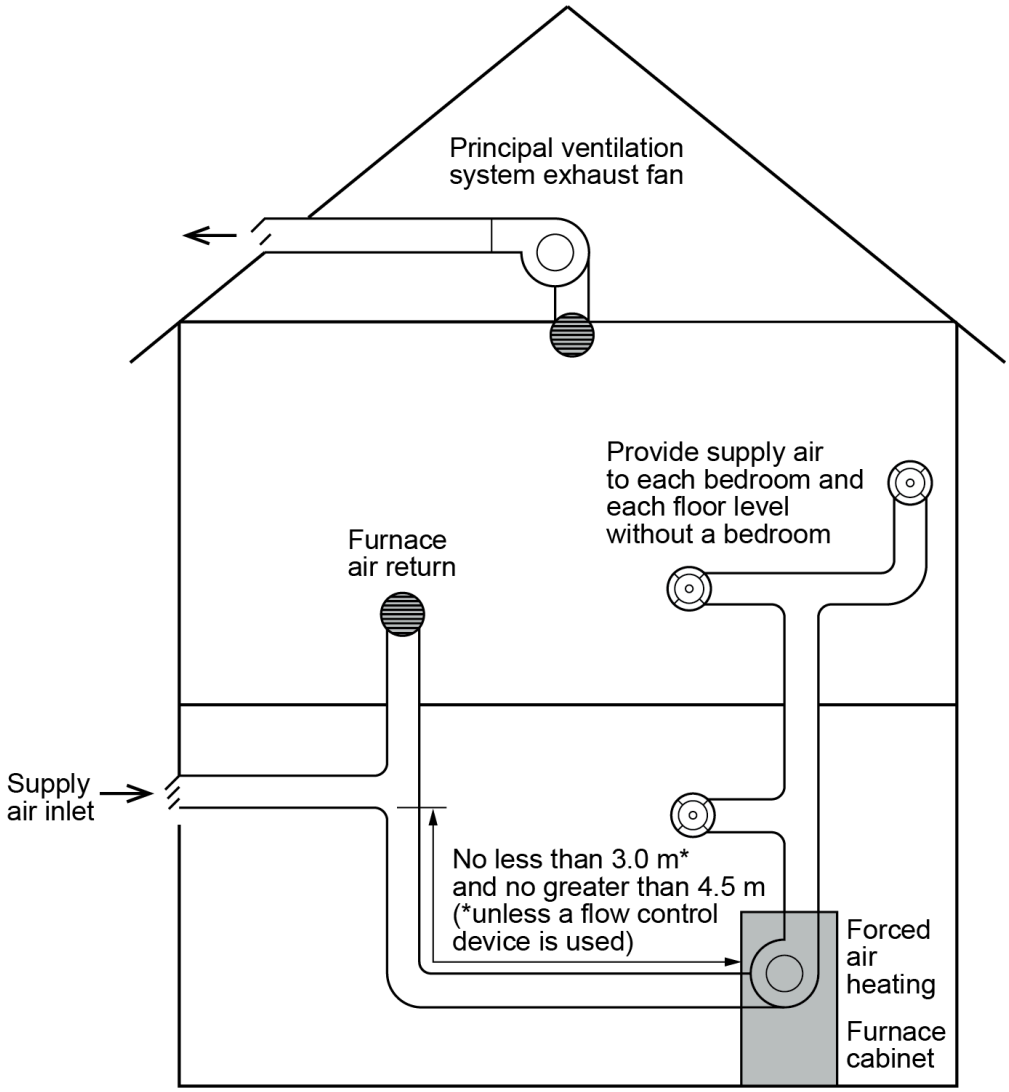

Figure 4 *Simple balanced ventilation system. (Skilled Trades BC, 2021) Used with permission.*
Some residential balanced systems rely upon an exhaust fan to create the building suction needed to draw in outside air. Proper sizing of the return air system and location of the outdoor air inlet connection are critical to ensure that the furnace air-circulating fan does not influence the amount of ventilation air being drawn into the building (Figure 4). If the proportion of cold outside to warm return air is too high, the resulting mixed-air temperature could lead to excessive condensation in the furnace heat exchanger and possible premature failure of the heat exchanger.
A residential mechanical ventilation system has a principal ventilation exhaust fan with an adequate air-flow rate designed to run continuously. The fan size and air-flow rate are based on the number of bedrooms and the floor area of the dwelling. The principal exhaust fan will create a slightly negative pressure (max negative 5 Pa) that draws ventilation air into the building through the outdoor air inlet (Figure 4).
- **Figures 4 and 5** have been modified from **Figure A-9.32.3.4.(2) and Figure A-9.32.3.4.(3)** ***in*** *The British Columbia Gazette* (2014), accessed from the BC Government BC Publications website. These materials contain content derived from information originally made available by the Province of British Columbia at: http://www.bclaws.gov.bc.ca (http://www.bclaws.gov.bc.ca/) and this information is being used in accordance with the King's Printer Licence – British Columbia available at: https://www.bclaws.gov.bc.ca/standards/Licence.html (https://www.bclaws.gov.bc.ca/standards/Licence.html). They have not, however, been produced in affiliation with, or with the endorsement of, the Province of British Columbia and **THESE MATERIALS ARE NOT AN OFFICIAL VERSION.**"